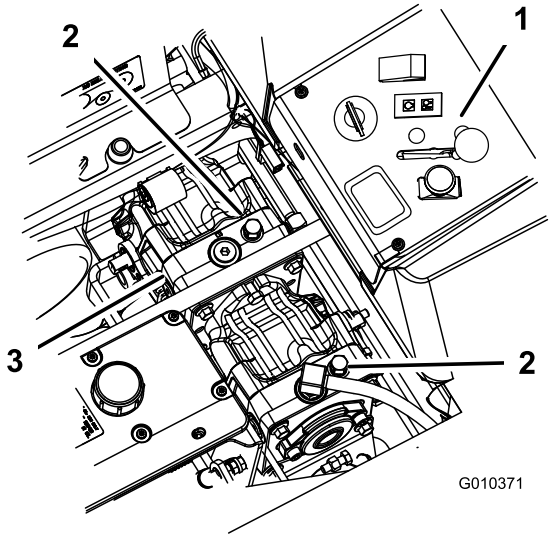

Figur 31
2. Vrid överströmningsventilerna motsols ett varv. Hydrauloljan kan då passera förbi pumpen, så att hjulen kan rotera (Figur 31).
Vrid överströmningsventilerna medsols ett varv för att köra maskinen (Figur 31).